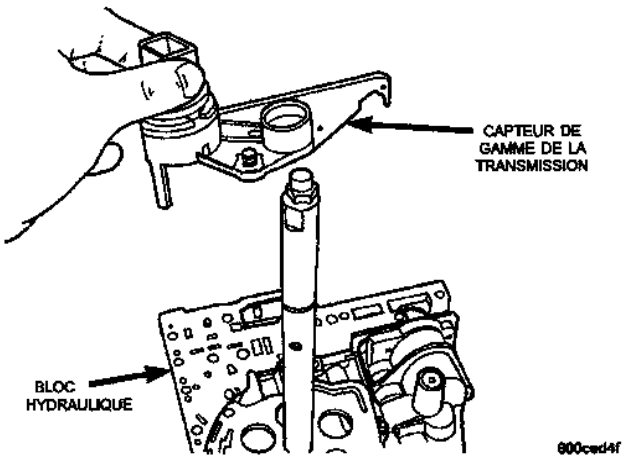

*Fig. 23 Dépose du capteur de gamme de la transmission*
(14) Faire coulisser le capteur de gamme de la transmission sur l'arbre manuel et le déposer (Fig. 23).